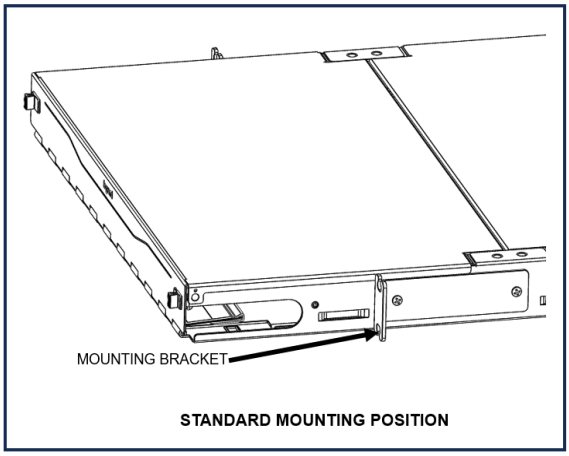
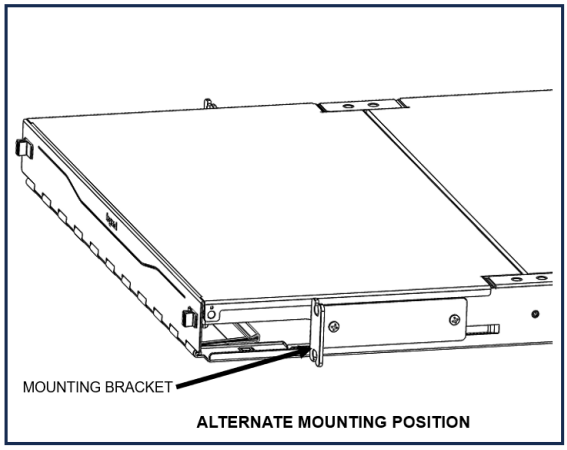

Figure 2
Figure 2a
5.3) Using a #2 Phillips Head Screw Driver and the screws provided with the enclosure, attach one Mounting Bracket to each side of the enclosure using the mounting holes provided (Figure 2). An alternate mounting position (Figure 2a) is available